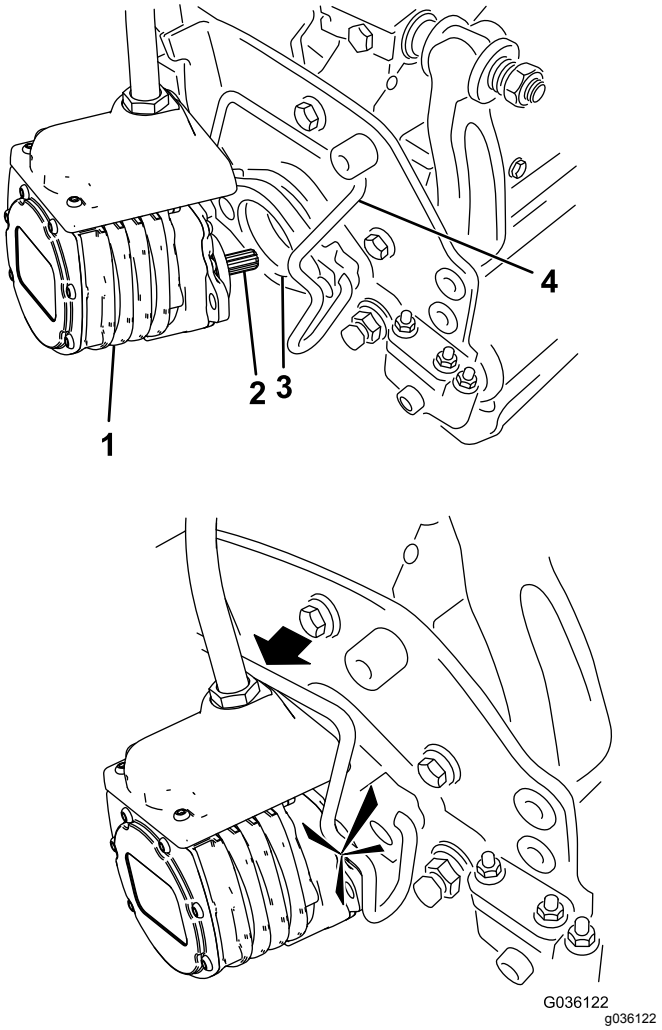

Figur 53
6. Kom rent smørefedt på notakslen på klippeenhedens motor (Figur 53).
7. Sæt motoren ind i klippeenhedens venstre side (set fra førersædet), og træk motorens holdestang på klippeenheden i motorens retning, indtil du hører et klik fra begge sider af motoren (Figur 53).